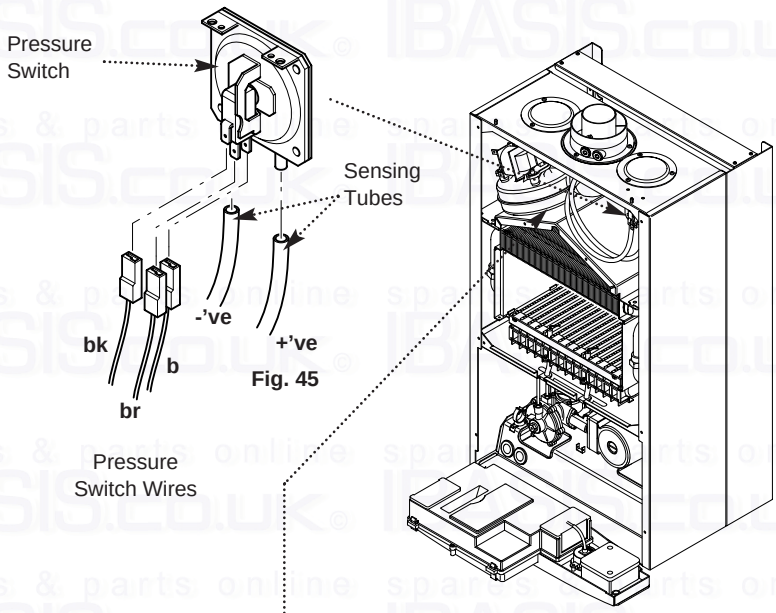

Fig. 45
12.1 Pressure Switch (Fig. 45)